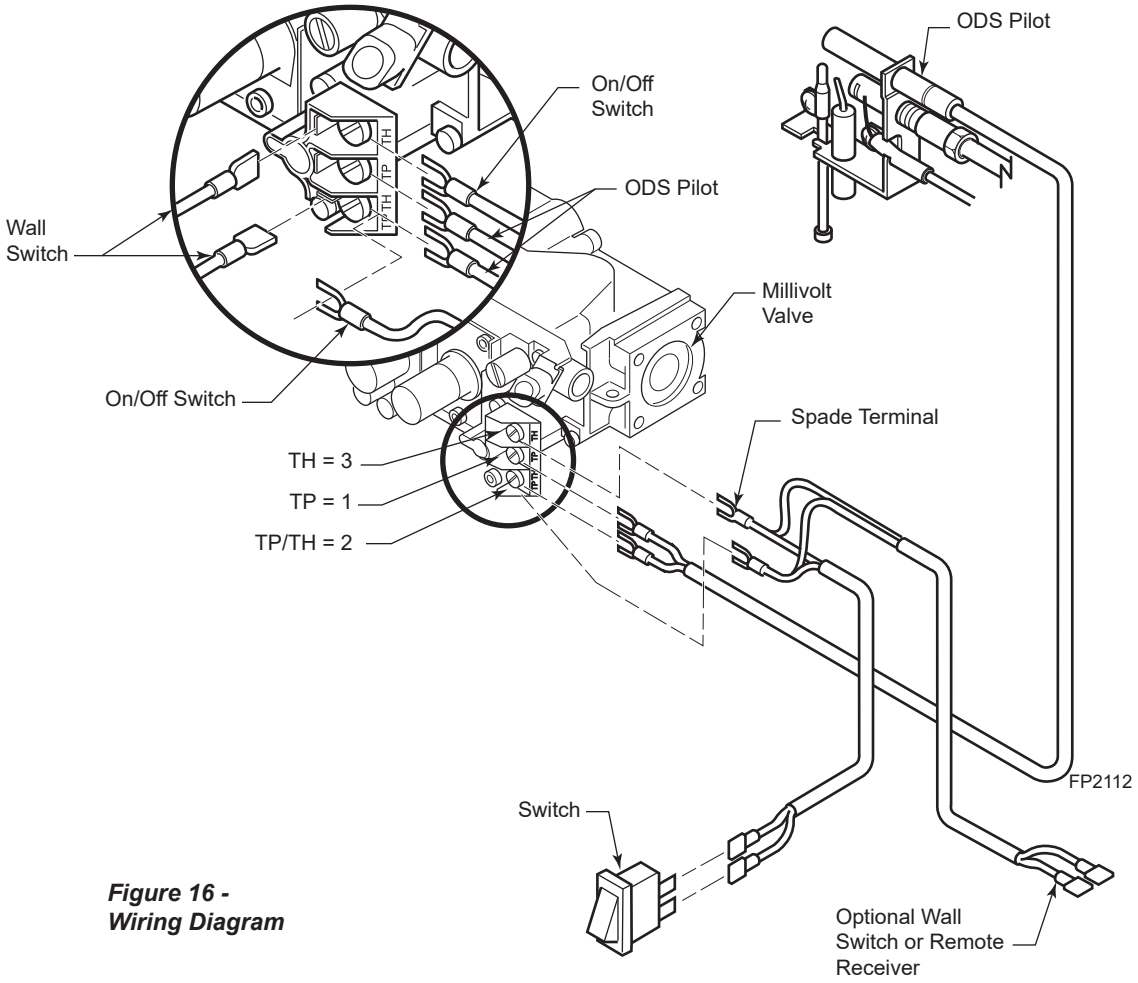

Figure 16 - Wiring Diagram
1. Connect the wires to the two .25" male connectors located on the left side of the valve when facing the unit. *Page 13, Figure 16.* Do not let wire touch grate or burner.